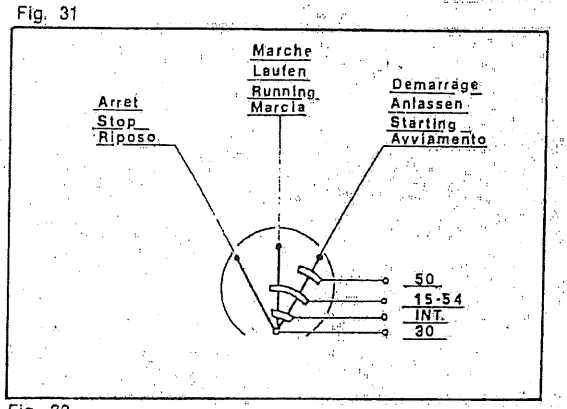

Fig. 32
- Tenere la chiavetta in posizione di marcia (Fig. 32): in posizione di riposo si escludono le spie.